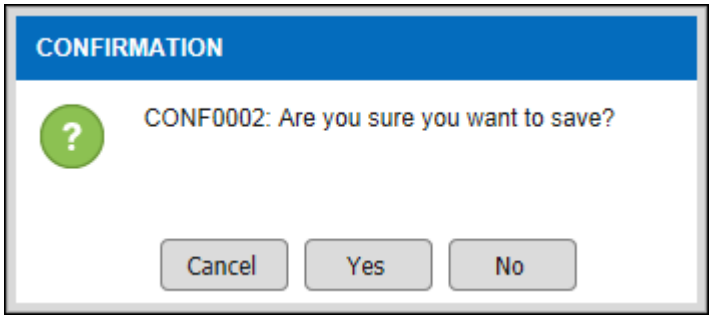

Figure 3.2-9 Save Record Alert Message
- *After clicking save, an alert message will be displayed as per Figure 3.2-9, click on the* Yes *button to confirm saving of the record.*